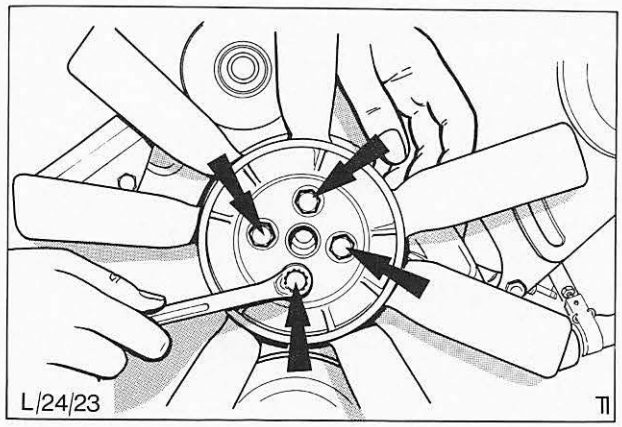

Abb. 56 Befestigungsschrauben – Lüfter
Falls erforderlich, kann ein Riemenspannungsmesser ähnlich dem in Abb. 56 gezeigten Gerät verwendet werden.
5. Befestigungsschrauben (4) entfernen und Lüfter sowie Lüfterriemenscheibe abnehmen, Abb. 56.